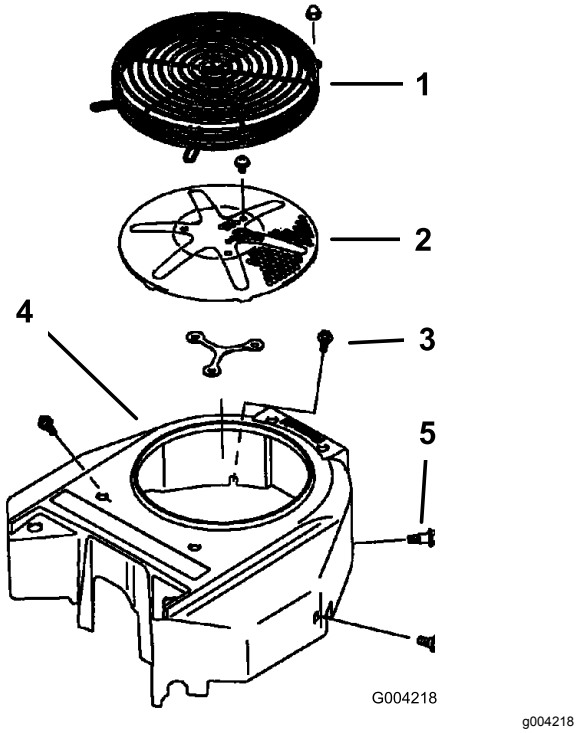

Figur 77
3. Fjern luftindtagesskærmen og dernæst tilbageslagsstarteren og ventilatorhuset (Figur 77).
5. Monter luftindtagsskærmen, tilbageslagsstarteren og ventilatorhuset (Figur 77).